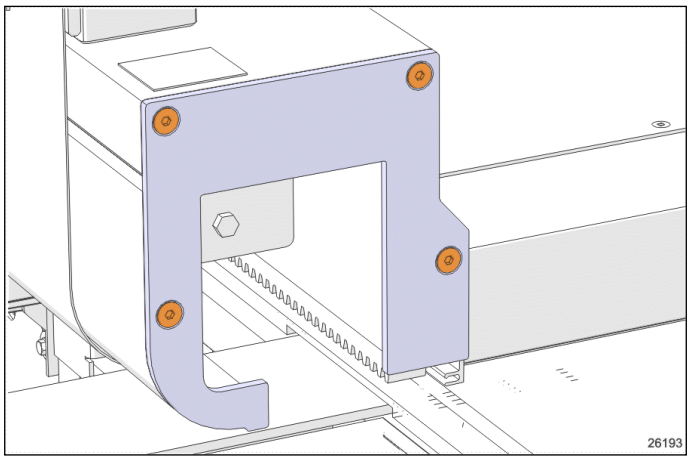

**FIGURE 2: EXTRUSION END CAP**
2. Then remove the room extrusion end caps. (Figure 2)